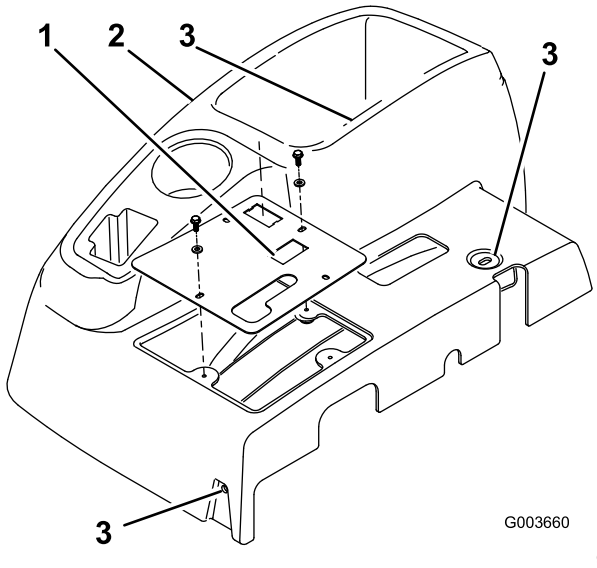

Figure 1
3. Remove the 4 washers and bolts mounting the control panel to the console (Figure 1).
5. Remove the control panel (Figure 1).
6. Remove the 3 bolts securing the console to the frame (Figure 1). Remove the console by gently lifting the bottom edge of the console around the support bracket and sliding it up beyond the brake handle.